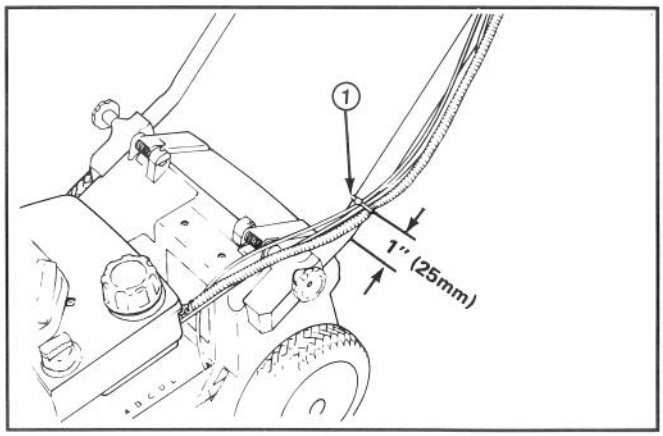

Afbeelding 3
6. Bevestig met een draad de kabel(s) aan de onderzijde van de linker buis (Afb. 3). De kabel dient 25 mm van de buiging in de hendel bevestigd te worden. Zie afbeelding 3 voor de juiste plaatsing van de kabel(s).